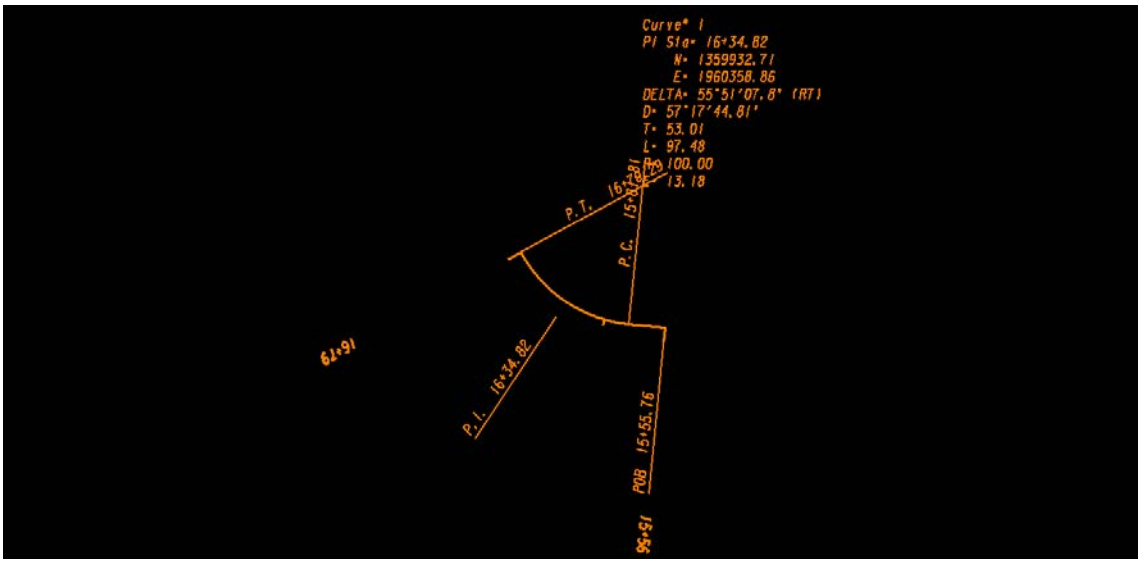

Figure L5-17 MicroStation View
25.	**View the Curve Data Table for Alignment DE60 in MicroStation.** • In the **Curve Set Annotation** dialog, click **Apply** and **Close**. • In MicroStation, click the **Fit View** button ( ). • Verify your view in MicroStation matches that shown in *Figure L5-17*. ***NOTE**: At this point MicroStation may be used to Move or Rotate the Curve Table as necessary for plan presentation.